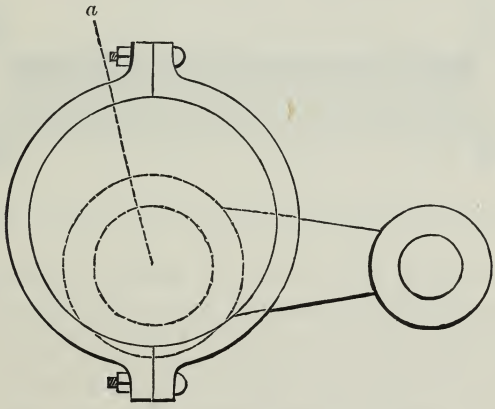
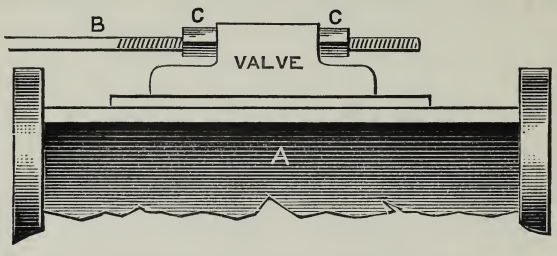

Fig. 100.—Setting an Eccentric.
FIG. 101.—SETTING AN ECCENTRIC (SHOWING MEANS FOR FINDING LENGTH OF ROD).
It is evident that the ends of such an axle may be bent down in lieu of attaching these pieces, and these ends can easily be cut off after the crank pin has been turned true. This is a much quicker method than the first, which is, however, almost necessary when the axle is of large size. It will probably be rightly conjectured that the axle or crank will be liable to yield, and so escape from the centres, to the detriment of the work. To prevent this, blocks are generally placed between the sides of the cranks and the attached end pieces. These, of course, take the thrust as if the whole were one solid bar. Few crank pins of model engines are turned, but they look much better, as nice shoulders are thus made at the ends of the crank pin ; but mere bent wire, such as forms the axle of many model engines, does not admit of this finish, nor does it require it. Wherever it can be done, and this is the case in most engines, the crank should be like A, Fig. 100, at the extremity of the axle, to which it can be easily riveted. It is made in two pieces, the pin being screwed in or turned with a tenon, placed in position in a drilled hole, and riveted by a few taps of a light hammer.
and drawing (Fig. 100), as it can hardly be improved upon, and it also gives the means of finding the proper length of the eccentric rod. The latter, in a model, is screwed into the strap, and, if desired, it can also be made with a screw at the valve end with two nuts, one of which will lie on each side of the boss on the back of the slide valve, as in Fig. 101 (A), where C C are the nuts and B the screwed rod, which must, as explained, pass quite freely through the boss of the valve, so as
clear to the exhaust, while the other is entirely or nearly shut. This shows the rod to be too long or too short, as the case may be. If the port nearest the crank in a horizontal engine is wide open, and the other port shut, the rod is too long, and must be shortened half the difference only. I say half the difference, because it must be remembered that what is taken off one end is put on the other. When the valve "runs square," as it is called, or opens and shuts the ports properly, set the eccentric, as shown in Fig. 100, p. 211. The eccentric is always in this position in every case, whether the engine be vertical, horizontal, or inclined. The wide part of the eccentric and the crank are always at right angles to each other, excepting such departure from a right angle as the lead and lap takes off. Fig. 100 represents an eccentric without lead, working a valve without lap. (This will suit a model.) Such a coincidence seldom obtains in practice, and the true position of the eccentric is shown by the dotted line, *a*. This indicates that the eccentric is turned on the shaft a little away from the crank, thus pulling open